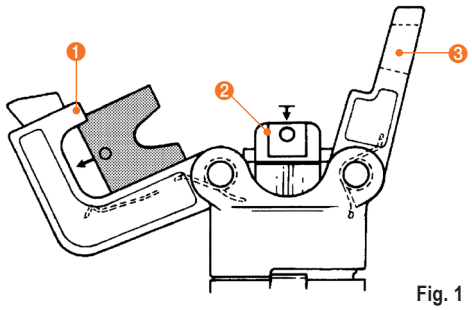

Fig. 1
With reference to **Figures 1 and 2,** select a pair of matrixes suitable to the type of contact and insert them in the housings: one in the matrix support ❶, the other one in the matrix pusher support ❷. (NB: the two matrixes of each pair are the same).